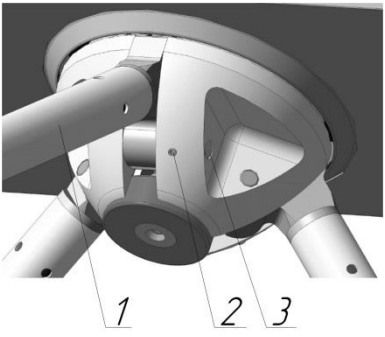

Рис.2 Снятие штанги механизма антипаники
1) Снять (см. рис.2) штангу 1, вывинтив два винта 2 (установлены друг за другом) и выбив ось 3.